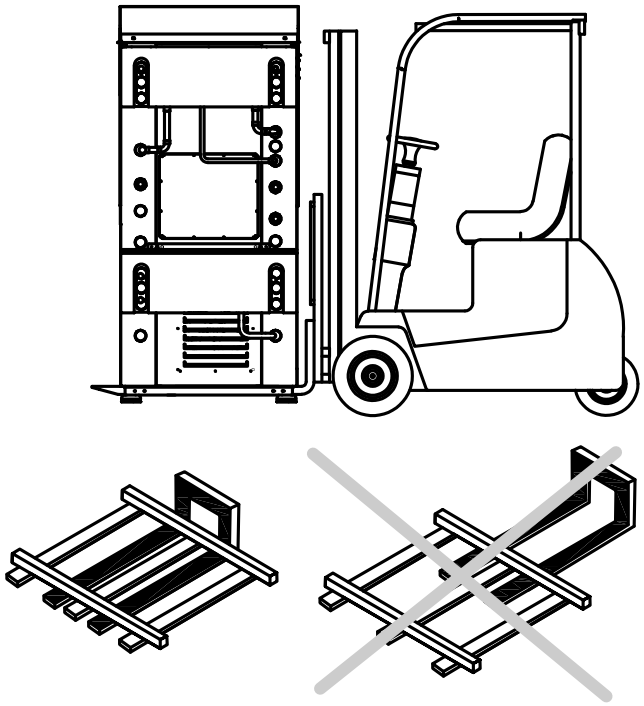

Fig. 2
- A lift truck suited to lifting the referigeration pack with suitable characteristics compliant with the regulations in force ("Fig. 2")